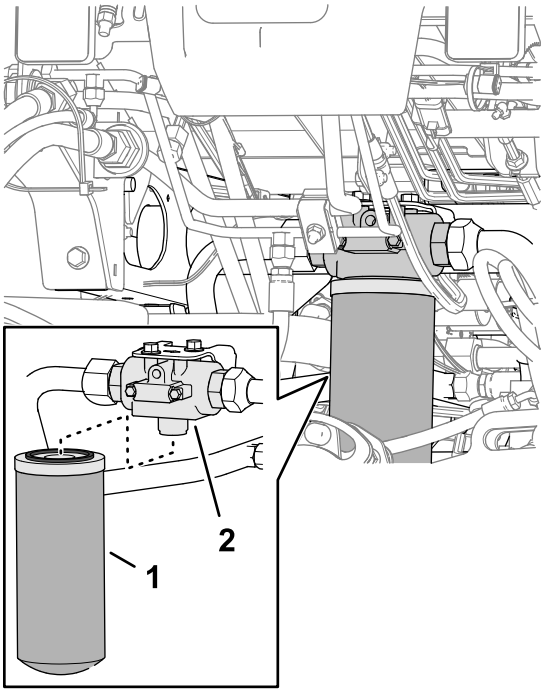

Figura 145
2. În partea din faă mainii, aezai o tavă de golire sub filtrul de retur (Figura 145).